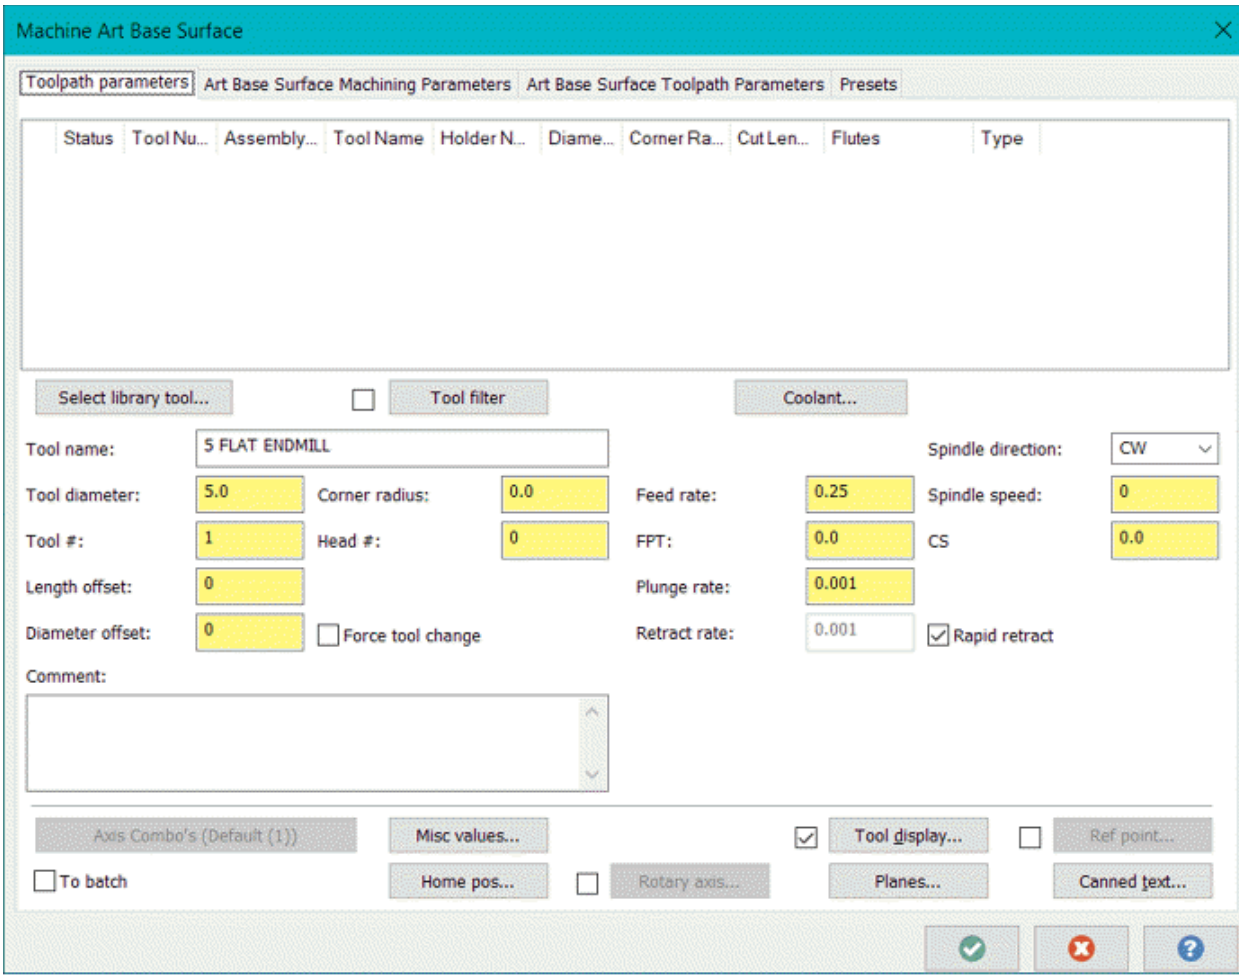

Figure-47. Machine Art Base Surface dialog box
- Click on the **Surface** tool from the **Toolpath** panel in the **Art** tab of the **Ribbon**. The **Machine Art Base Surface** dialog box will be displayed; refer to Figure-47.